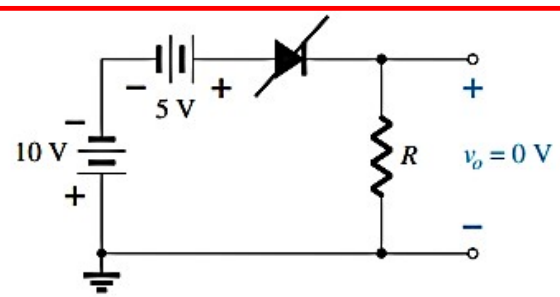

Fig. 12
- For v_i = -10 V (T/2 → T) the network of **Fig. 12**, results, moving the diode in the "OFF" state, and